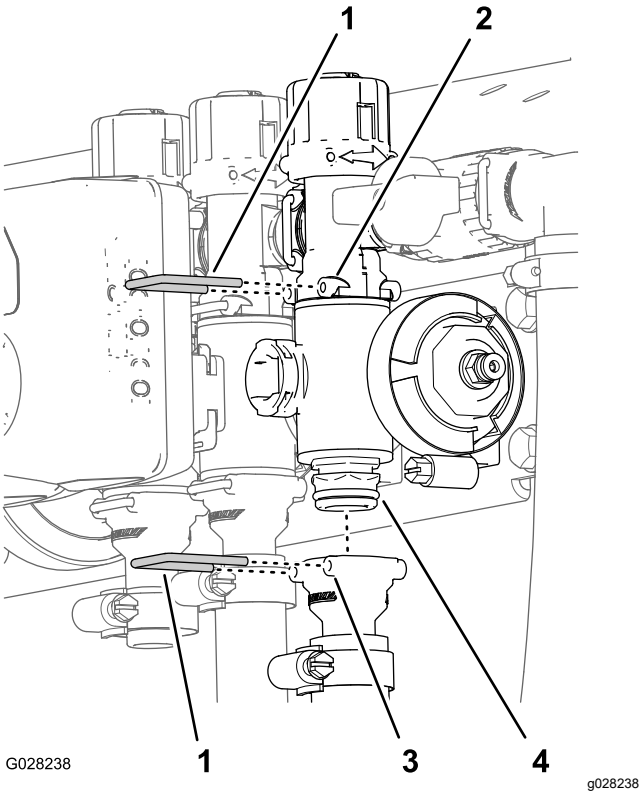

Figuur 75
2. Verwijder de borgclips waarmee de uitgaande fitting is bevestigd aan de verdelerklep van de spuitbomen en de borgclips waarmee de verdeler aan de omloopfitting is bevestigd (Figuur 75).